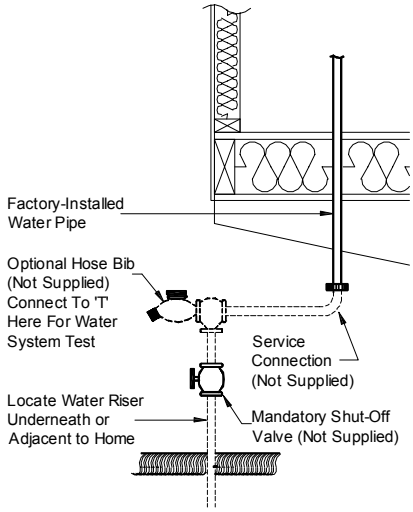

Figure 85. *Water system connection*
To connect the home's water system to the water source, identify the water inlet located under the home (usually below the water heater compartment or utility room) and follow the procedure described below (refer to **Figure 85**):
2. **Pressurize system.** Connect a hydrostatic pump, valve, and gauge to the location shown in **Figure 85**. Pressurize the system with water at 100 psi, and then isolate it from the pressure source. Bleed all air from the highest and farthest points in the system.